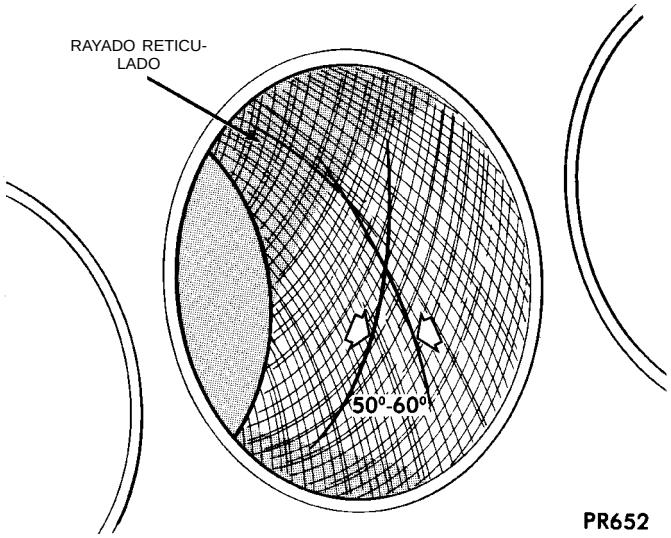

Fig. 2 Reticulado en el diámetro interno del cilindro
(3) El esmerilado se realiza moviendo la herramienta hacia arriba y hacia abajo con velocidad suficiente como para que la superficie quede con un rayado reticulado. Cuando las marcas se **entrecruzan** a 50-60 grados, el ángulo de reticulado es el ideal para que los aros calcen correctamente (Fig. 2).